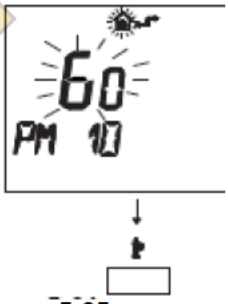

рис. 5.65
• Поменяйте установленное значение с помощью кнопок ▲ или ▼, и подождите, пока запрограммированное цифровое значение начнёт мигать (рис. 5.65)